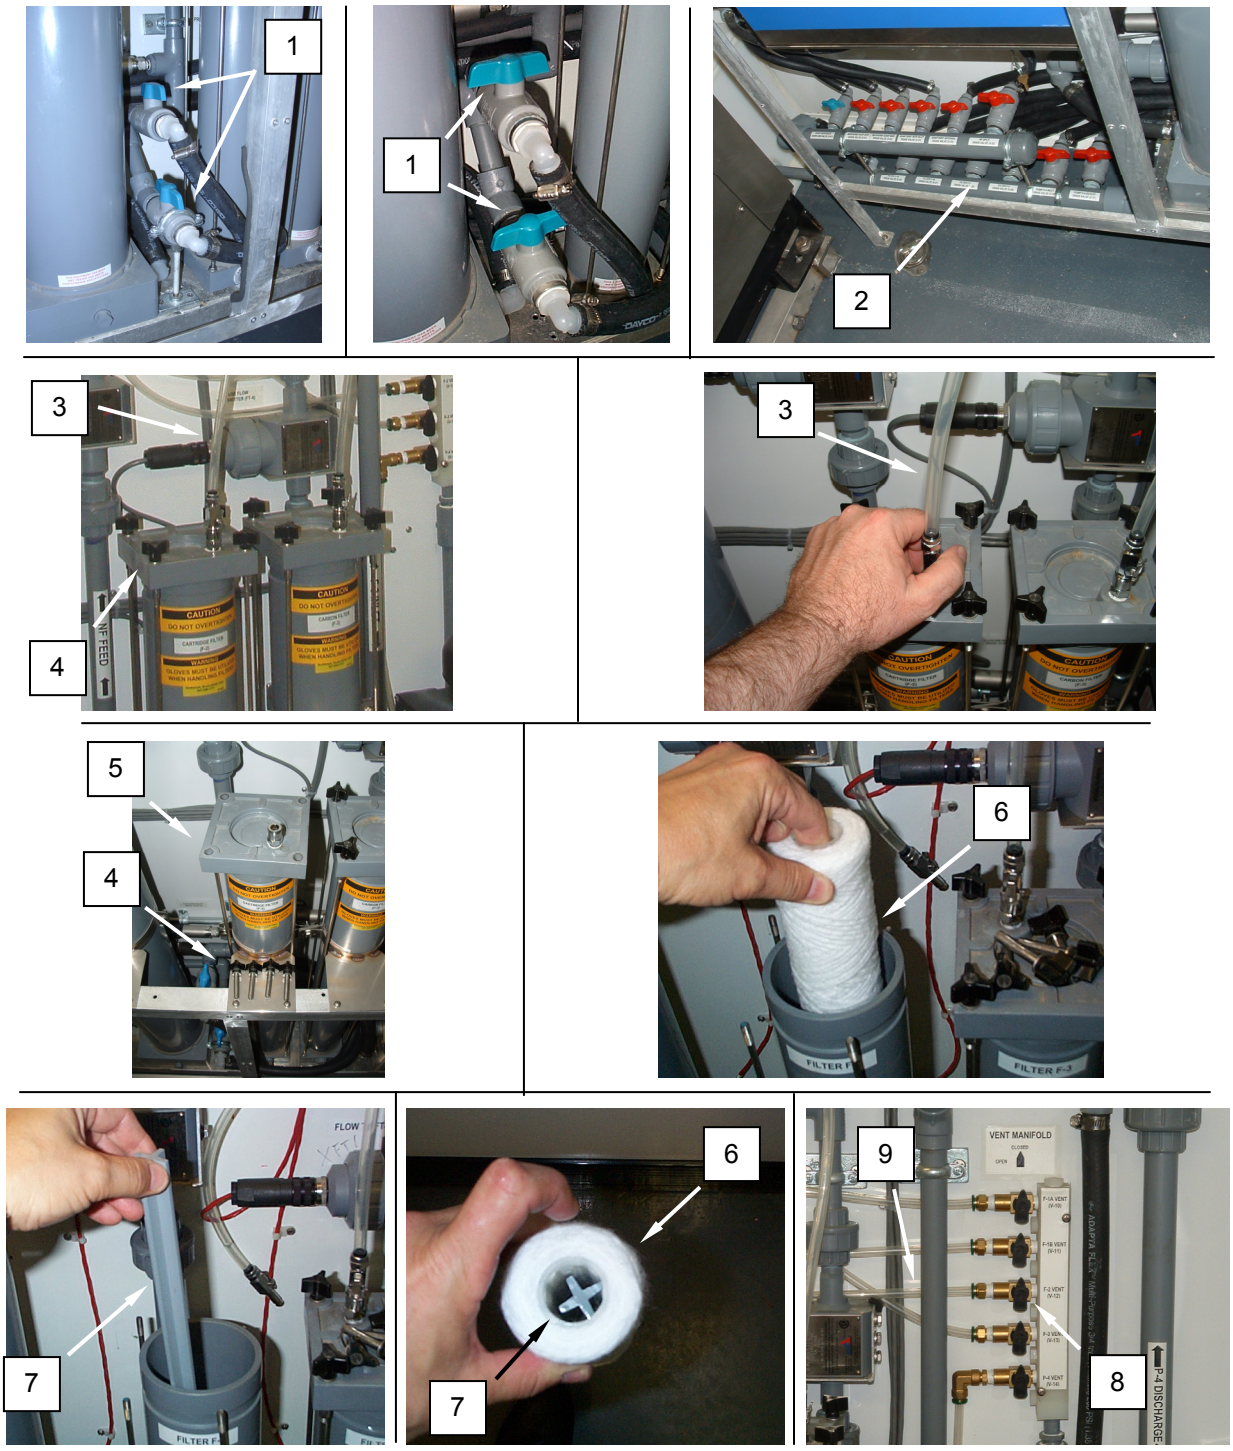

Figure 1. Replace the F-2 Filter Cartridge.
5. Remove the vent hose **(Figure 1, item 3)**.
6. Remove four thumbscrews **(Figure 1, item 4)**, and remove the filter cover **(Figure 1, item 5)**.
7. Remove old filter cartridge **(Figure 1, item 6)** and discard in an approved container. Retain the filter support **(Figure 1, item 7)**.
8. Install the filter support **(Figure 1, item 7)** into the replacement filter cartridge **(Figure 1, item 6)**.
9. Wet the replacement filter cartridge **(Figure 1, item 6)** at the exterior service spigot.
13. Install access cover **(Figure 1, item 5)**, and fasten access cover with four thumbscrews **(Figure 1, item 4)**. Ensure the access cover is tightened down evenly in the sequence illustrated in Figure
14. Install vent hose **(Figure 1, item 3)**.
15. Close the filter drain valve V-28 **(Figure 1, item 2)** and open the filter isolation valves V-41 and V-42 **(Figure 1, item 1)**.
17. Once the system is back into operation processing laundry, monitor the vent tubing **(Figure 1, item 9)**; when clear water with no bubbles is observed, close the F-2 vent valve V-12.